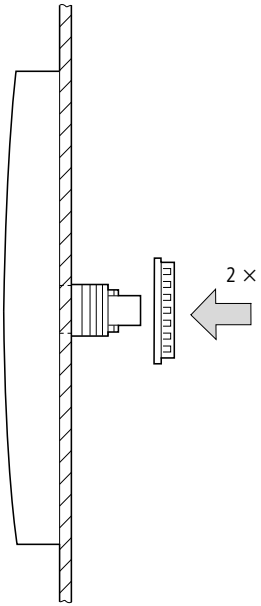

Abbildung 15: Anzeige-/Bedieneinheit verschrauben
▶ Verschrauben Sie die Anzeige-/Bedieneinheit mit dem Montageschlüssel M22-MS (→ Abbildung 15).